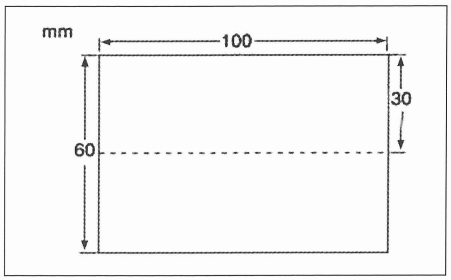

FIG. 23
• Cortar un trozo de plantilla laminada **(fig. 23)** y plegarla por la mitad longitudinal.